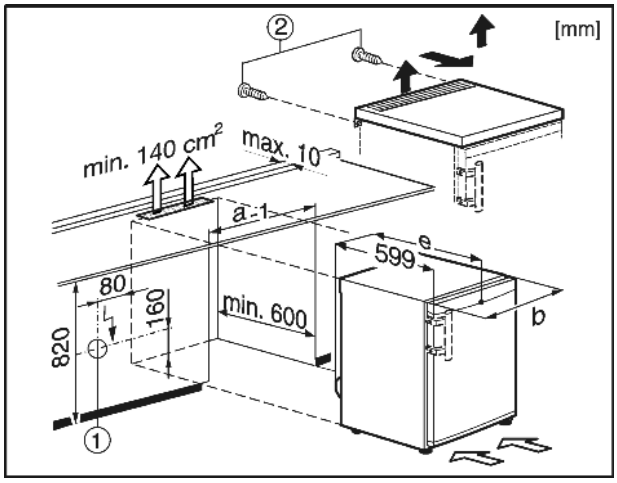

Fig. 9
Розетка *Fig. 9 (1)* при этом должна располагаться не у задней стенки устройства и быть легко доступна.
▶ Удалите болты *Fig. 9 (2)* на задней стенки.